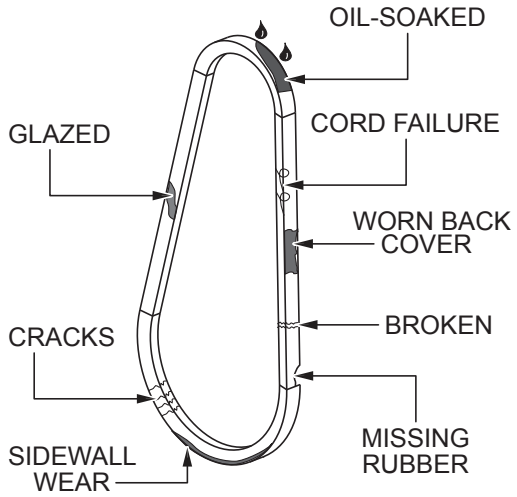

Figure 58. V-Belt Inspection
1. Inspect the V-belt (Figure 58) to determine if it is frayed, peeling, full of tiny cracks, has pieces of rubber missing, or is otherwise damaged.
2. Inspect the V-belt (Figure 58) to determine if it is oil-soaked or glazed (a hard, shiny appearance on the sides of the belt). Either of these conditions can cause overheating of the belt, which can weaken the belt and increase the possibility of it breaking.